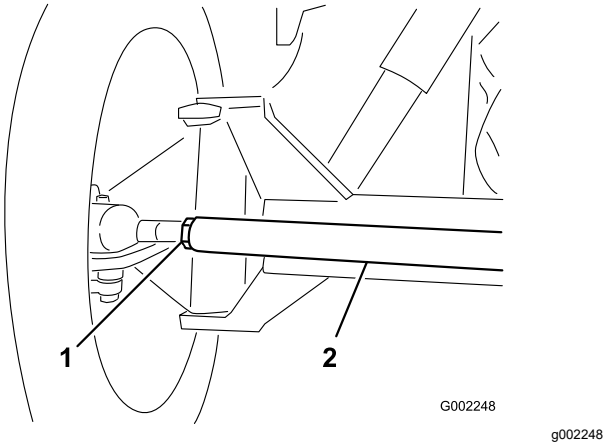

図 97
3. 前後の測定値の差が所定範囲にない場合、タイロッド両端のジャムナットを外して調整を行う(図 97)。